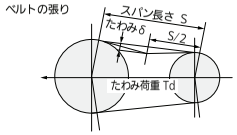

図5
- 数日運転を行ってから、ファンベルトの張り具合を見てください。また1か月に1回を目安にファンベルトの張り具合を確認してください。ファンベルトには適正な張り具合が必要です。（図5）
- 図5に示すスパン長さの中央にたわみ荷重Td（N）を垂直にかけ、たわみδ（mm）が表2に示す値となるようベルトの張りを調整してください。